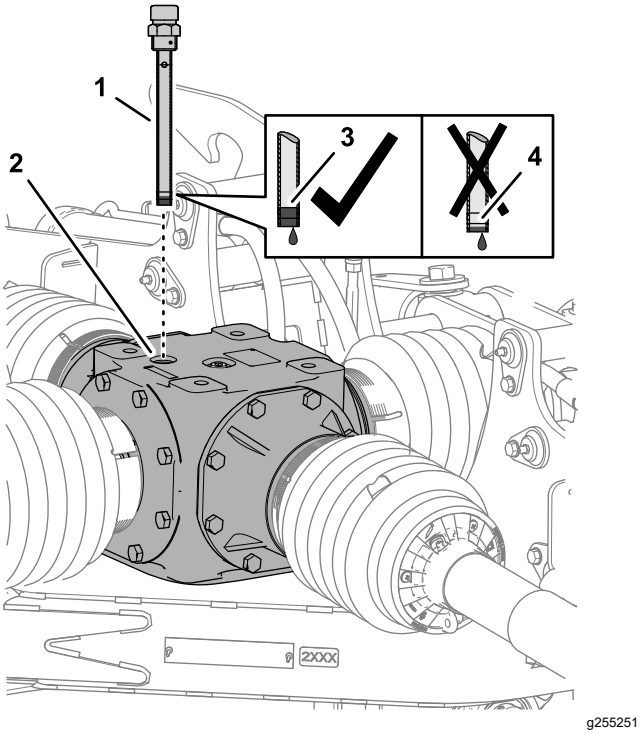
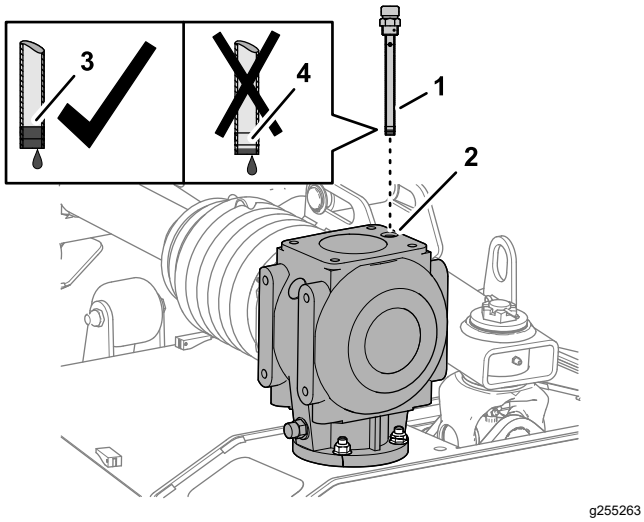

Figuur 57
Figuur 58
1. Verwijder de peilstok uit de peilstokopening aan de bovenkant van de middelste tandwielkast (Figuur 57 of Figuur 58).
2. Controleer het vloeistofniveau dat is aangegeven op de peilstok (Figuur 57 of Figuur 58).
4. Draai de peilstok in de vulopening en draai de peilstok vast (Figuur 57 of Figuur 58).